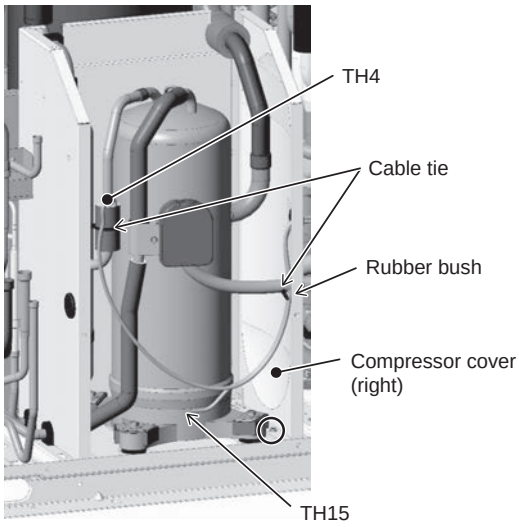

Figure 3
(3) Cut the two cable ties holding TH4 and TH15, and remove the wiring from the rubber bush on the right compressor cover. (See Figure 3.)
(4) Remove the right compressor cover by unscrewing the screw. (See Figure 3.)